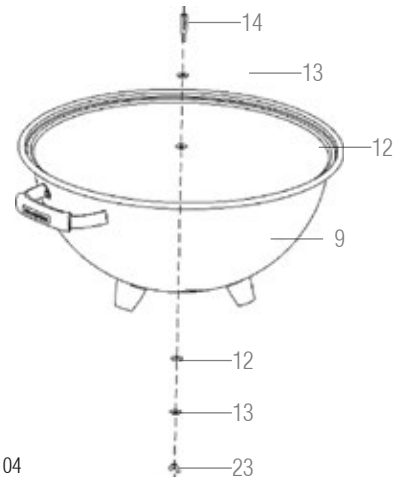

Figura 04
Posicione a arruela isolante (peça 12) na parte interna do bowl (peça 9), após a arruela metálica (peça 13) e encaixe o pino roscado (peça 14). Na parte externa do bowl posicione a arruela isolante (peça 12), arruela metálica (13) e fixe-os utilizando a porca borboleta M6 (peça 23), conforme figura 04.